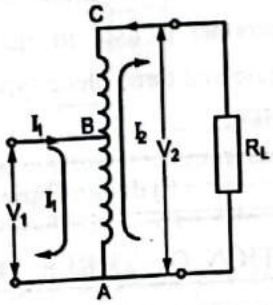

FIG. 3.39 : STEP UP TYPE AUTOTRANSFORMER
- Figure 3.39 shows the step up autotransformer. In this primary winding is AB while the secondary winding is AC. There are $N_2$ turns in secondary winding and value of $N_2$ is more than $N_1$ so voltage $N_1$ is more than $V_1$.